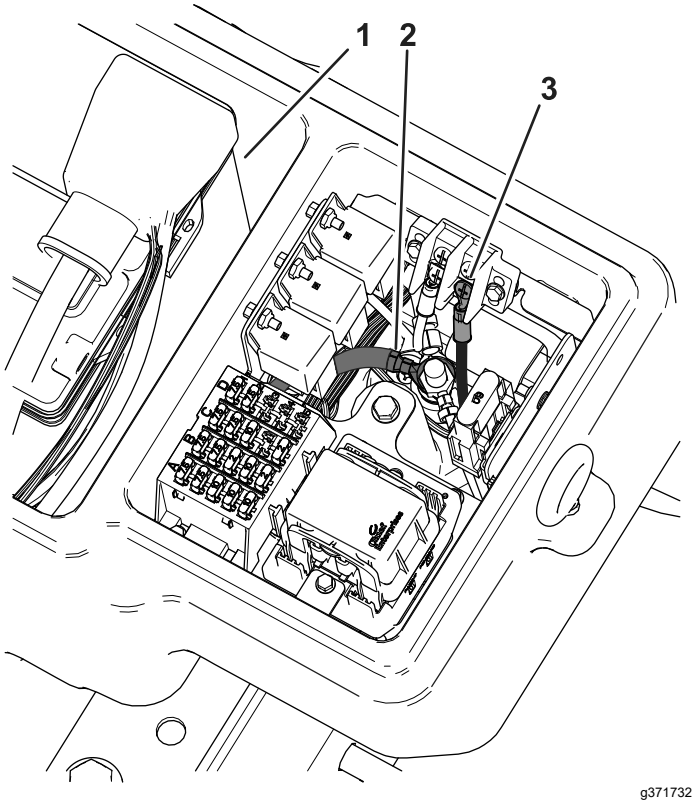

Figur 20
7. Tilslut den store ringklemme fra ledningsnettet til tappen på forgreningsblokken (Figur 20).
8. Tilslut den lille ringklemme fra ledningsnettet til en af skruerne på motorblokterminalen (Figur 20).